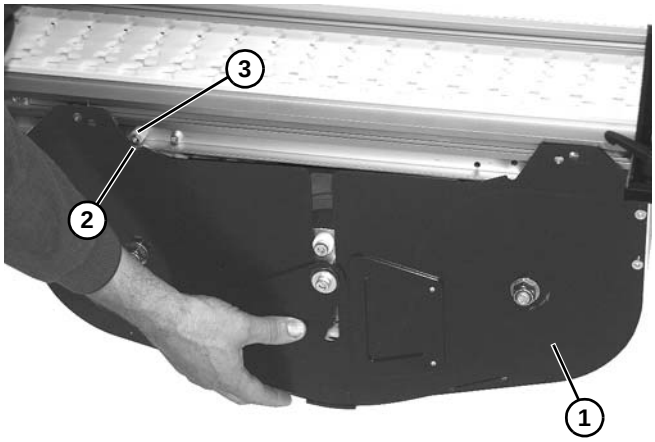

Figure 26
4. Raise weighted take up assembly **(Figure 26, item 1)** with notch **(Figure 26, item 2)** in assembly mating with stud **(Figure 26, item 3)** on conveyor frame.